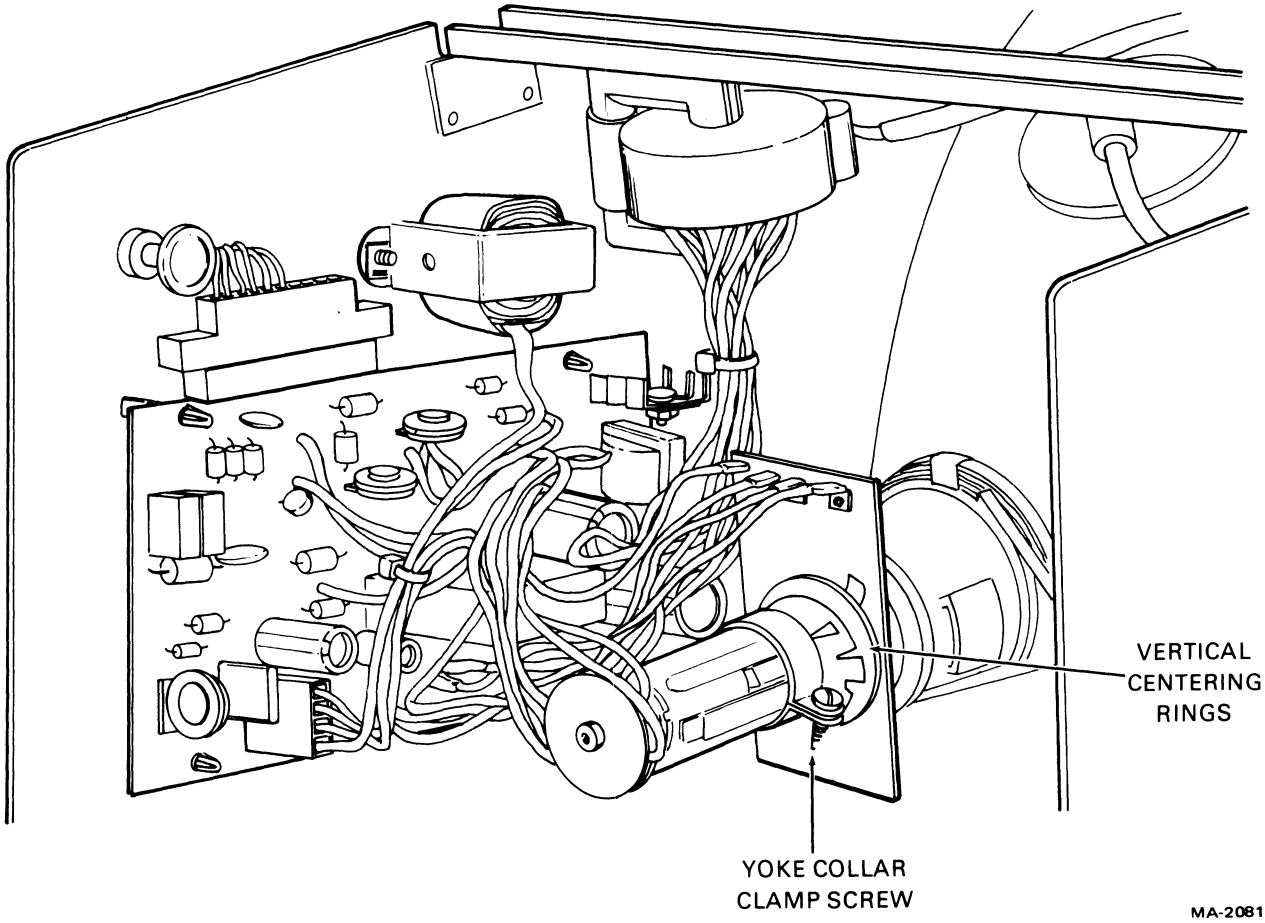

Figure 5-3 Ball Monitor CRT Adjustments
8. Loosen the yoke collar clamp screw (Figure 5-3) and turn the yoke until the four sides of the display presentation are parallel to the red shaded area of the alignment template.
9. Center the presentation by rotating the centering tabs on the yoke (Figure 5-3) with respect to the tube and each other.